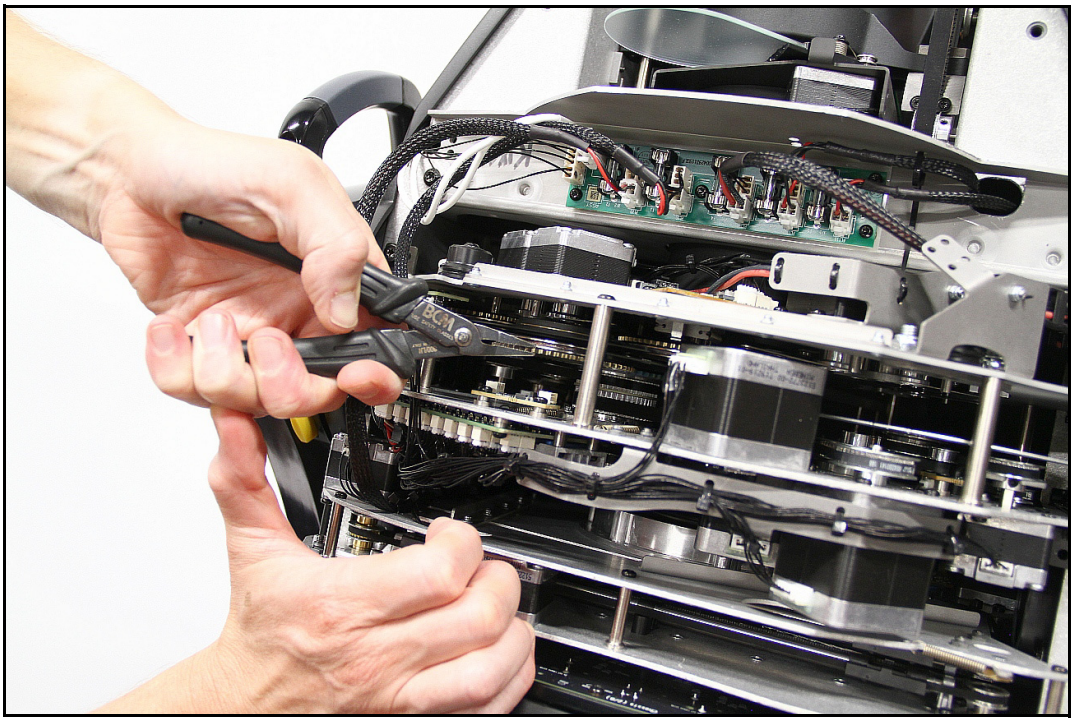

**Figure 15 : Dépose d'un porte-gobo de la roue de gobos 1**
3. Voir Figure 15. Avec une paire de pinces plates, attrapez les dents du porte-gobo fermement et tirez le porte-gobo hors des clips de la roue de gobos.